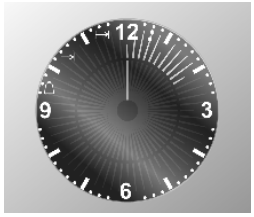

Fig. 2
- agir sur les touches – / - pour configurer le temps souhaité, le dispositif d'affichage allumera **un segment** pour chaque minute configurée (la **Fig. 2** représente 10 minutes de cuisson).